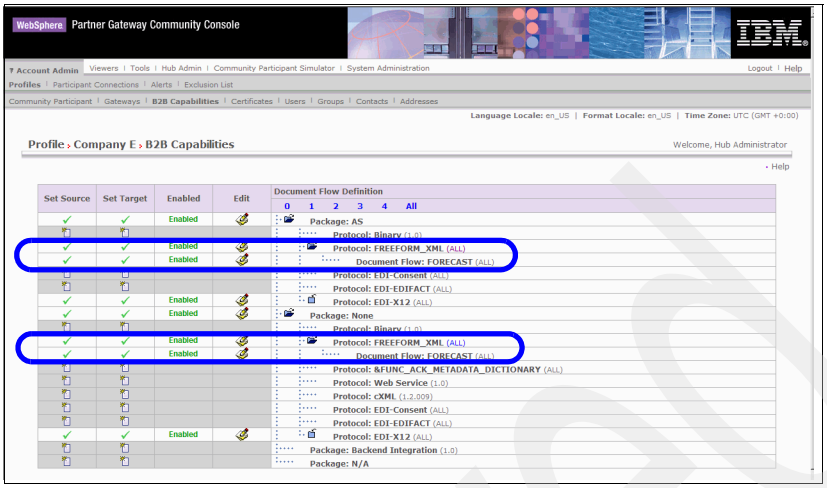

Figure 10-17 Updating the B2B capabilities of Company E
3. In the B2B Capabilities window (Figure 10-17), update the capabilities by enabling AS, FREEFORM_XML, and FORECAST, as well as None, FREEFORM_XML, and FORECAST.